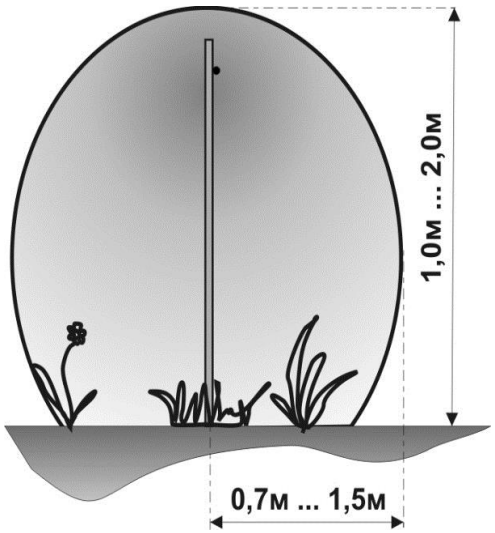

Рис. 4.1
4.3 При монтаже на открытой местности (см. рис. 4.1), когда ЗО формируется вдоль поверхности земли, ВП располагается на высоте не более 1,8 м от поверхности земли, НП на 5…10 см вкапывается в землю, либо размещается непосредственно на поверхности земли, либо на необходимой с тактической точки зрения высоте. В качестве ВП должен быть использован медесодержащий провод, обладающий достаточной прочностью и стойкостью, например, типа П-274 (275, 276) или неизолированный биметаллический, например, БСМ-1. НП может быть типа П-274 (275, 276) или другой медесодержащий, обладающий достаточными прочностью, стойкостью и изоляционными свойствами.